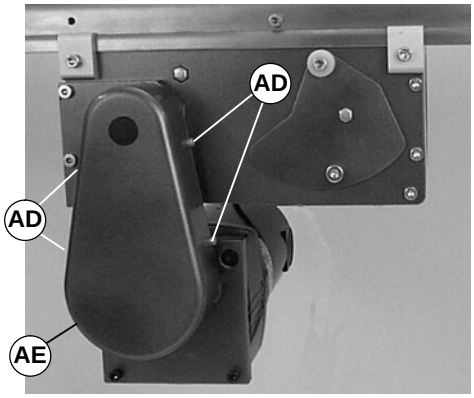

Abbildung 21
3. Vier (4) Schrauben (AD siehe Abbildung 21) entfernen und Abdeckung (AE) abnehmen.